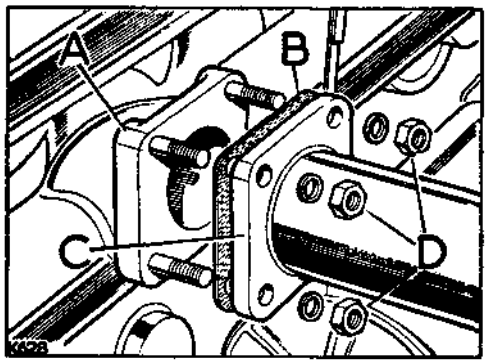

**Fig. A2-79. Front exhaust pipe**
13. Refit the front exhaust pipe, Fig. A2-79 refers.